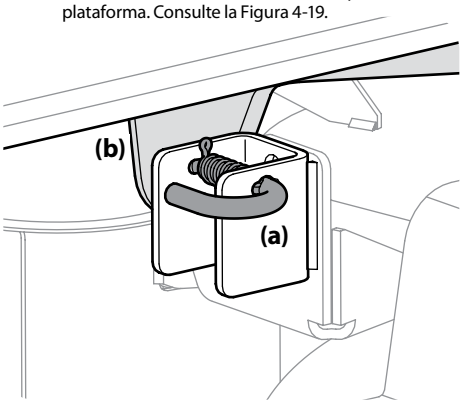

Figura 4-19
10. Ubique los pasadores de liberación (a) de la plataforma del lado izquierdo y del lado derecho que se encuentran a cada lado de la plataforma. Tire de los pasadores de liberación de la plataforma (a) hacia afuera y suelte la plataforma de los brazos de elevación (b) del lado derecho e izquierdo de la plataforma. Consulte la Figura 4-19.
4. Tire de los pasadores de liberación de la plataforma hacia afuera y ubique la plataforma según sea necesario para alinear los orificios de los brazos de elevación de la plataforma con los pasadores. Consulte la Figura 4-19.